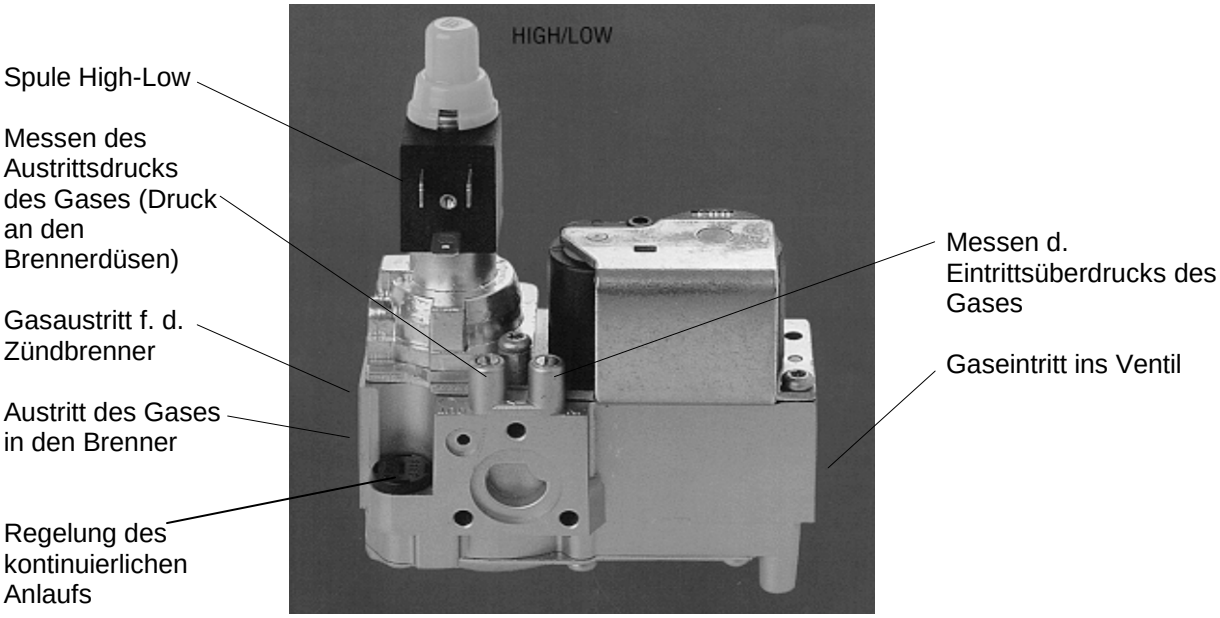

Abb. 3: Gasventil Honeywell VK 4100 Q 2003
1. Die schwarze Kappe abnehmen (s. Abb. 3 - Regelung des kontinuierlichen Anlaufs), die ein Bajonetgewinde hat.